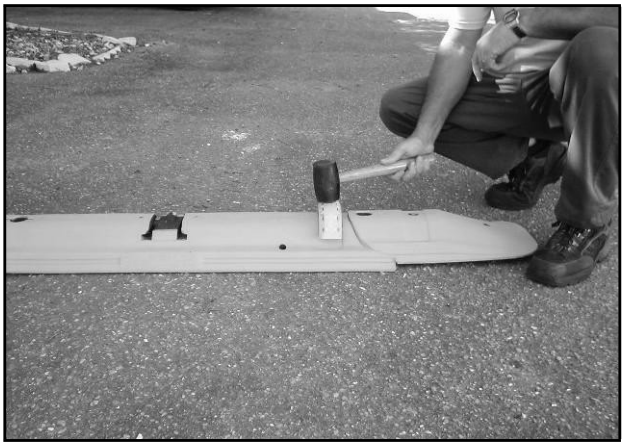

Fig 4
8. Insert the Reflective Arc's post into the hole (Fig 4) on each one-meter L60 SEPARATOR unit and tap it into place gently with a rubber hammer (if you hammer too hard you may pop out a cats eye).